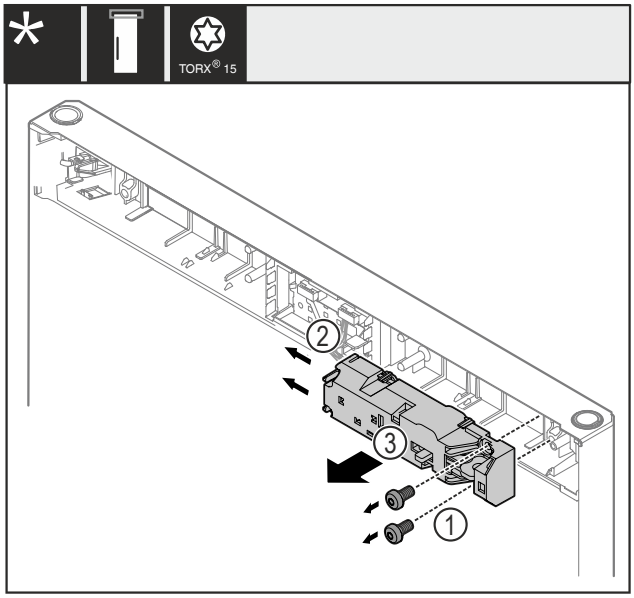

Fig. 21
▶ 移除螺钉 *Fig. 21 (1)*。
▶ 将止动凸缘 *Fig. 21 (2)*按向一侧并取下遥控锁 *Fig. 21 (3)*。